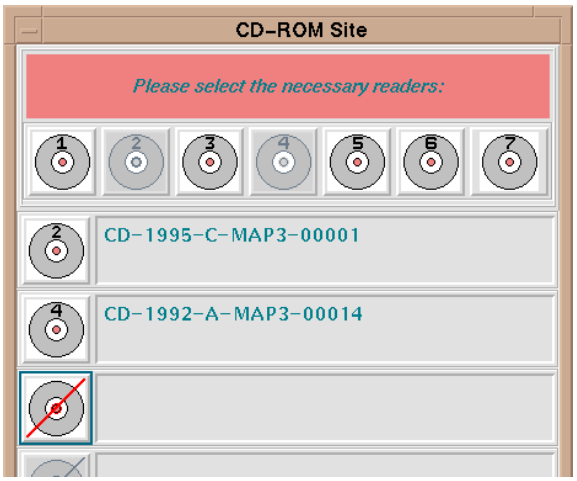

Fig. 83 — **CD-ROM Site Window**: deleted one CD reader from the list (#3)
5) If any of the listed CDs is not required, click (with middle mouse button) and drag that CD's number from the list to the Trash Can at the bottom of the window. Any CDs that were listed below the deleted CD will be bumped up to fill in the list (Fig. 83).